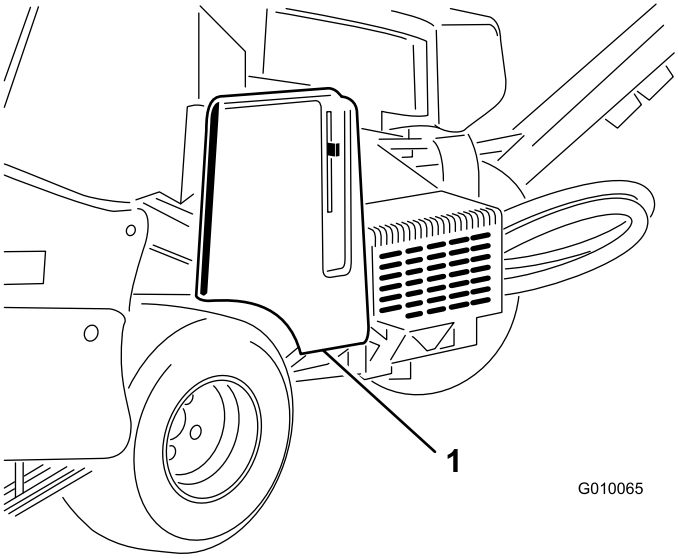

Rysunek 55
1. Odblokuj i zdejmij pokrywę paska (Rysunek 55).